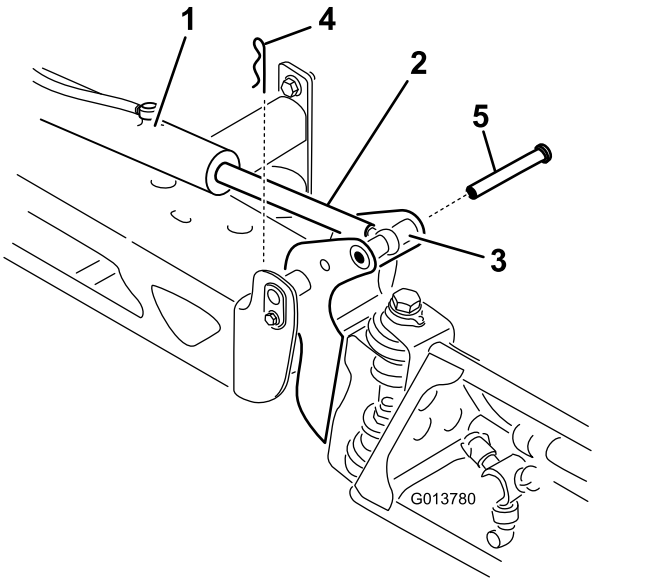

図 111
2. ピボットピンからコッターピンを抜き取る図 111。
3. ブームを持ち上げて、ピンを外し図 111、ブームをゆっくりと床面に降ろす。
9. ブームを支えながら、ブームのピボットとロッド端部の両方にピンを通す図 111。